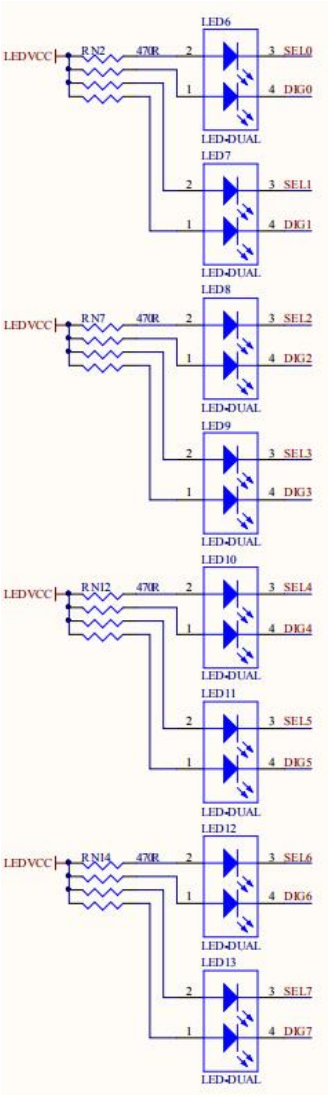

图 3-16双色LED发光管
⑫、8组双色LED发光管
开发板提供了8个双色LED发光二极管。每个发光管是双色，分别是红色和绿色，也就是8组相当于16个LED,要锁定16个IO脚，8组LED发光管原理图如图 3-16，当FPGA的引脚输出逻辑为“0”时，LED熄灭。输出逻辑为“1”时，LED被点亮。16个引脚和数码管复用（请看⑪）。